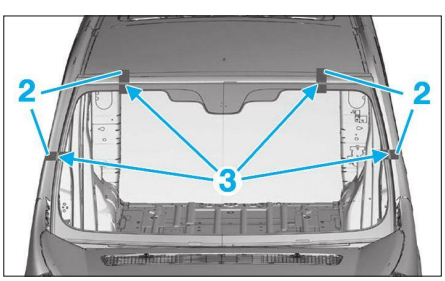

**FIG. 2**
• En cas de récupération du pare-brise, positionner des morceaux de rubans adhésifs (2) sur le contour du pare-brise (3) **(Fig.2)**.